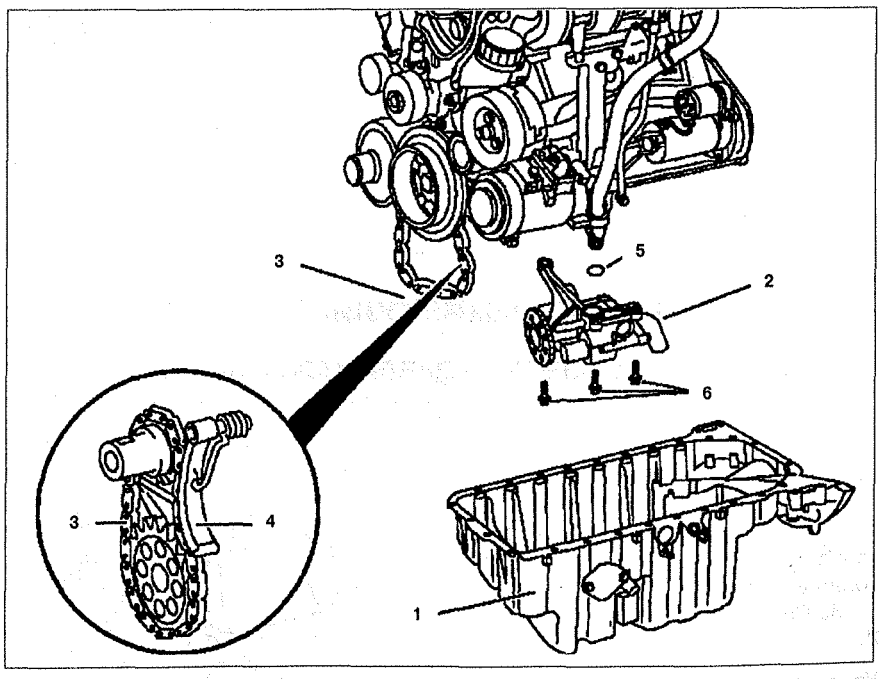

Рис. 5.40. Масляный насос:
1. Снимите поддон **1** (см.рис. 5.40).